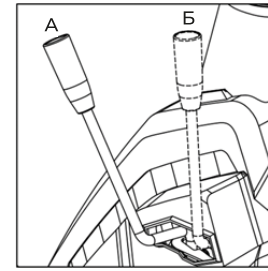

Рис. 26
- Переведите рычаг сцепления ножа в положение А – выключено (рис. 26).